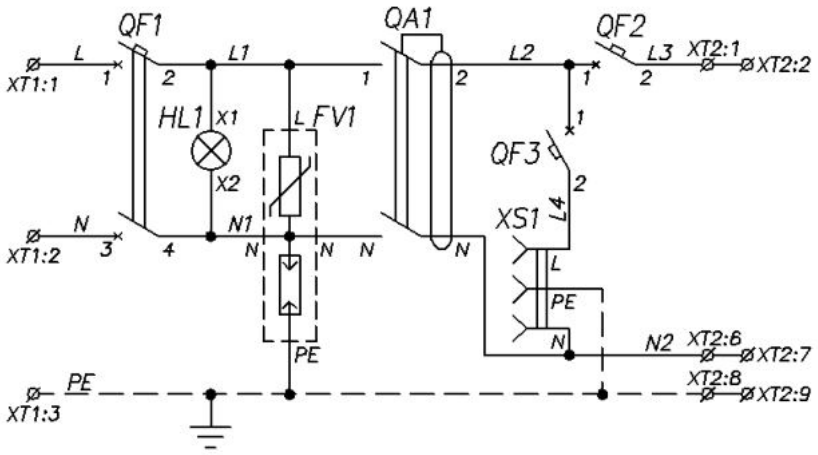

Рисунок 3. Схема ВРУ
ВРУ (вводно-распределительное устройство) представляет собой набор активных компонентов. ВРУ может размещаться как в отдельном корпусе (в шкафах ШТВ-1), так и на оцинкованной перфорированной монтажной панели (в шкафах ШТВ-2). ВРУ служит для распределения питания, защиты шкафа от перегрузок и утечек, а также для защиты оборудования от высоких токов перенапряжения и грозовой защиты. Схема ВРУ представлена на рис. 3, обозначение элементов дано в табл. 1.
Для защиты оборудования, установленного в шкафу, от грозовых и внутренних перенапряжений в ВРУ используется ограничитель перенапряжения (FV1 на рис. 3). Ограничитель перенапряжения состоит из основания и сменного модуля с цветовым индикатором: оранжевый – требуется замена модуля, зелёный – в рабочем состоянии. Ограничитель
3) Перевести автоматический выключатель (QF3) в положение «включено». Проверить с помощью специального инструмента напряжение 220 В в розетке ВРУ (XS1 на рис. 3).